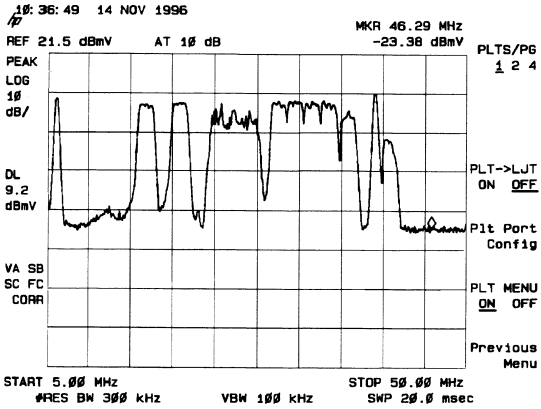

Fig. 14-13 Max-Held Spectrum Display
- The “max hold” spectrum scan shown in Figure 14-13 is an example of a fully-loaded reverse band. Services carried include telephony, data (cable modem), and PCS. You can also see a few CW signals at the high and low ends of the band, providing a consistent signal for the reverse laser. The spectrum scan is 45 MHz wide (5 to 50 MHz) or 4.5 MHz per division. A look at the spectrum indicates that these frequencies and bands should be omitted: 6, 15-16.5, 18.5-20, 22.5-27.5, 29-30.5, 31-32.5, 33-36, 36.5-38, 40 and 41-42.5.